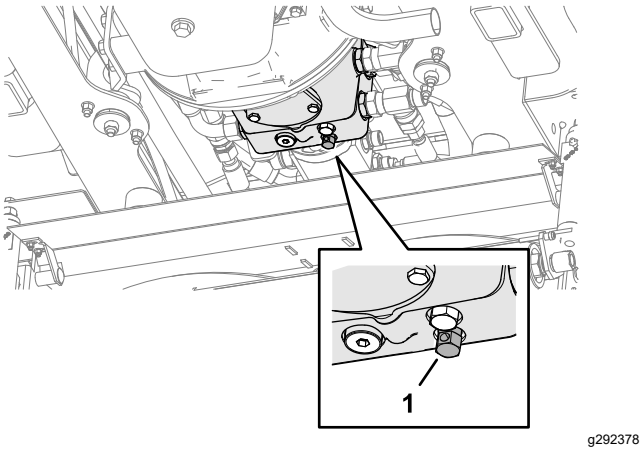

Figur 43
1. Frigør det hydrauliske driftsbremsningssystem ved at dreje omløbsventilen, der sidder under transmissionspumpen, maks. tre omdrejninger mod uret (Figur 43).